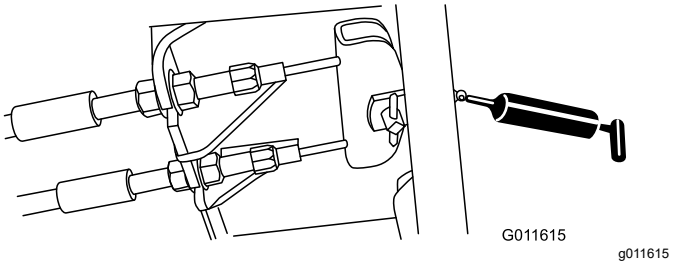

Рисунок 107
- Педаль тормоза (1 шт.) (Рисунок 107)